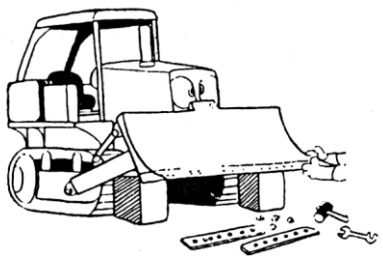

Рис. 4-43.
4.8.5 Переворачивание и замена угловых ножей и режущих кромок отвала (Рис. 4-43).